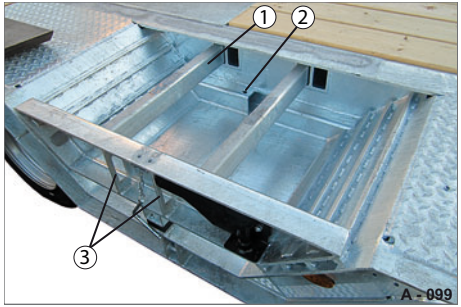
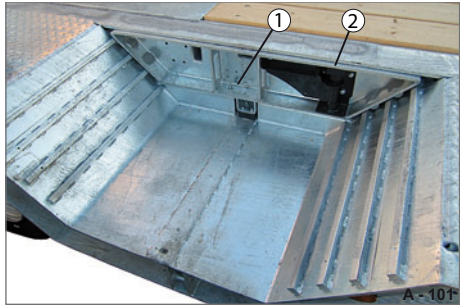

Abb. 108 Kleine Radmulde
Abb. 109 Radmulden-Gestell, gesichert
▶ Prüfen Sie, dass die Führungen des Radmulden-Gestell (Abb. 108/1) frei von Verunreinigungen sind.
▶ Greifen Sie an den Griffen (Abb. 108/3) und schieben Sie das Radmulden-Gestell (Abb. 109/2) komplett ein.
▶ Stecken Sie den Sicherungsstift (Abb. 109/1) in die Bohrung ein.